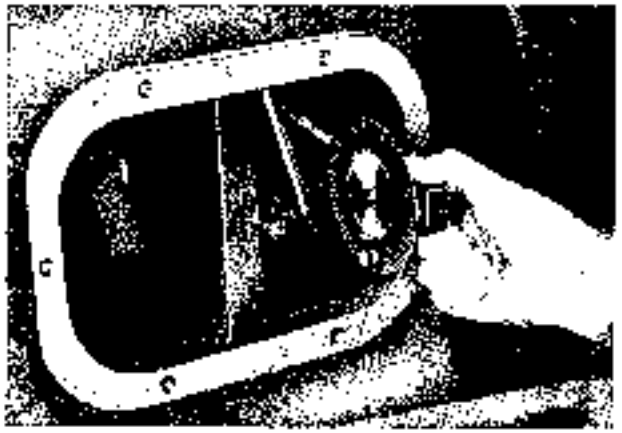

Fig. 42.
7. Screw on the capillary tube 4452.90 to the pump body (see Fig. 42) instead of the fuel feed pipe.
8. Using the starting crank crank the engine until fuel is delivered to the capillary tube and check the fuel level in the tube during the cranking procedure; if the level moves, stop cranking and using the protractor 4455.91 installed on the machined face of the crankshaft check the angle of the injection commencement which should be set to 30° before top dead centre (see Fig. 42).